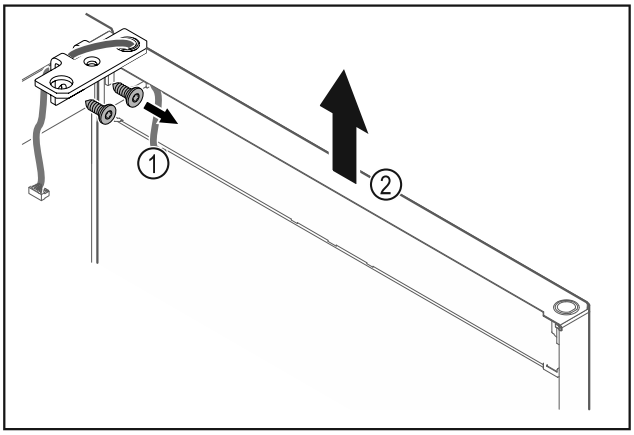

*Fig. 17*
- ▶ Deșurubați *Fig. 17 (1)* colțarul balamalei.
- ▶ Ridicați ușa inclusiv colțarul balamalei *Fig. 17 (2)* aproximativ 200 mm drept în sus și detașați-o.